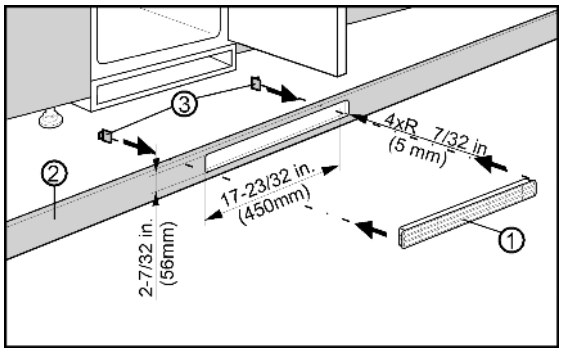

*Fig. 8*
Ventilation from underneath through the floor of the kitchen cabinet can be set up with the supplied ventilation grid *Fig. 8 (3)* or an air vent with at least a 31 in² (200 cm²) cross section area. If you use the supplied ventilation grid *Fig. 8 (1)* please proceed as follows:
▶ Insert the ventilation grid *Fig. 8 (1)* into the cut out in the cabinet floor *Fig. 8 (2)*.
▶ Slide the snap connectors *Fig. 8 (3)* into the grid from behind until the hooks touch the cabinet floor.